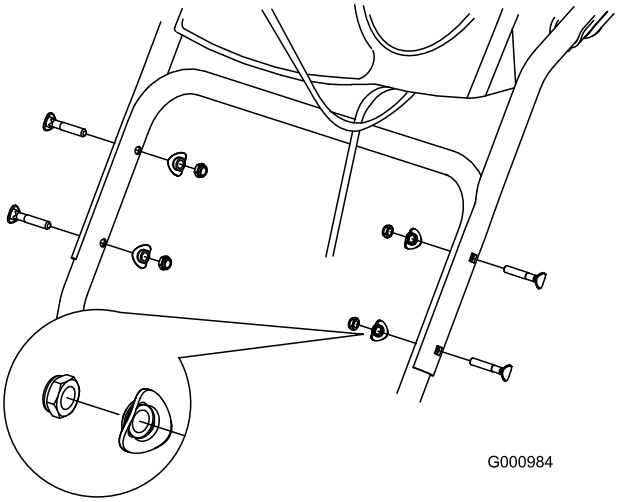

Figur 3
1. Lyft upp och vrid det övre handtaget, och sätt det över det undre handtaget (Figur 3).
2. Montera två handtagsbultar, två böjda brickor, och två låsmuttrar i de undre handtagshålen (Figur 3).